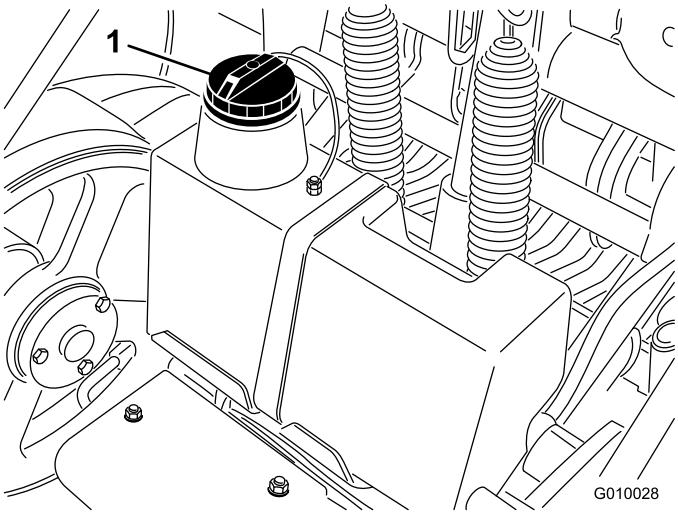

Figuur 18
3. Reinig de omgeving van de vulbuis en de dop van de hydraulische tank (Figuur 18). Verwijder de dop van de vulbuis.